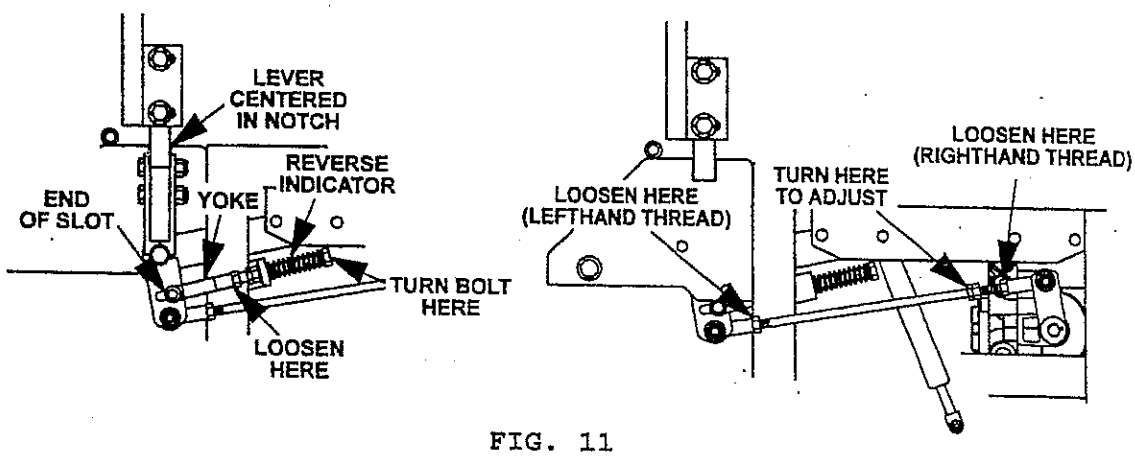

FIG. 11
c) Begin with either the left or right motion control lever. Move lever to the neutral position and pull lever back until the clevis pin (on arm below pivot shaft) contacts the end of the slot (just beginning to put pressure on spring), See Fig 11.
d) Loosen locknuts from the ball joints on the two rods which connect the motion control assemblies to the pump control arms (See Fig 11).
g) Begin on either the left or right side of unit and bring the motion control lever in to the neutral position. Adjust pump control rod length by rotating the double nuts on the rod in the appropriate direction until the wheels stop turning (See Fig 11).